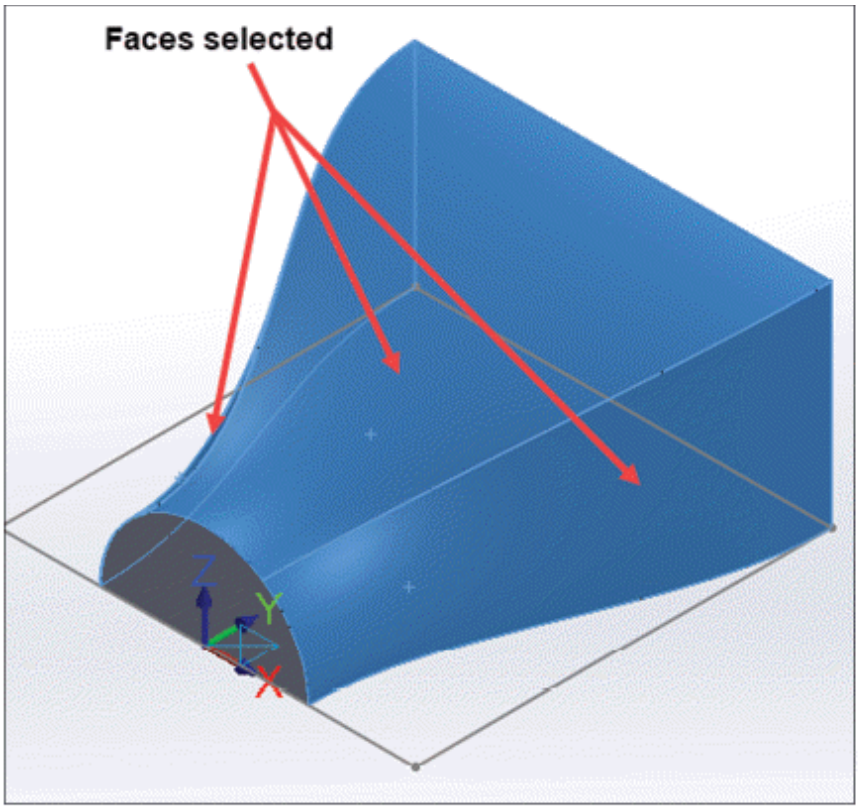

Figure-51. Faces selected for blend surface finish toolpath
- Click on the **Select entities** button from the **Machining Geometry** area of the dialog box and select the faces of model to be machined; refer to Figure-51. After selecting faces, press **ENTER**. The **3D High Speed Toolpaths - Blend** dialog box will be displayed again.